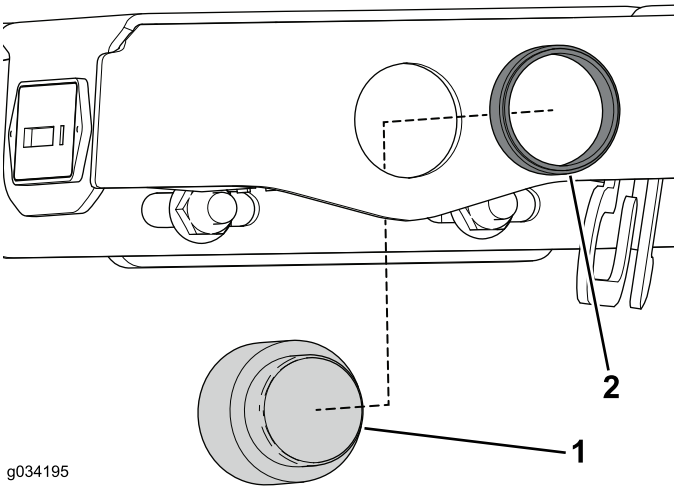

Bild 27
2. Befestigen Sie den akustischen Alarm mit dem Haltering am Bedienfeld (Bild 27).